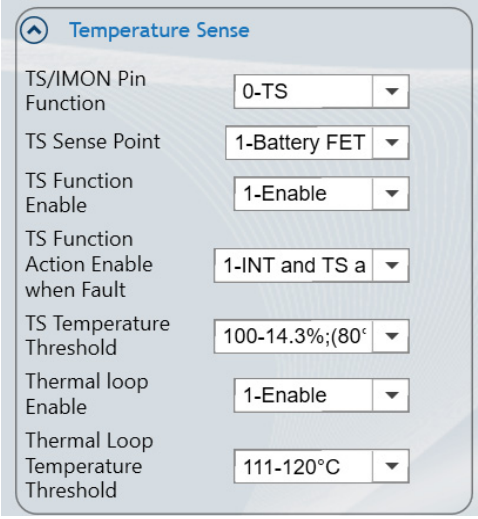

Figure 17: Temperature-Sense Settings
1. Select the parameters for temperature-sense control. The TS/IMON pin can be set as either the temperature-sense pin (TS) or the battery monitor pin (IMON) (see Figure 17).